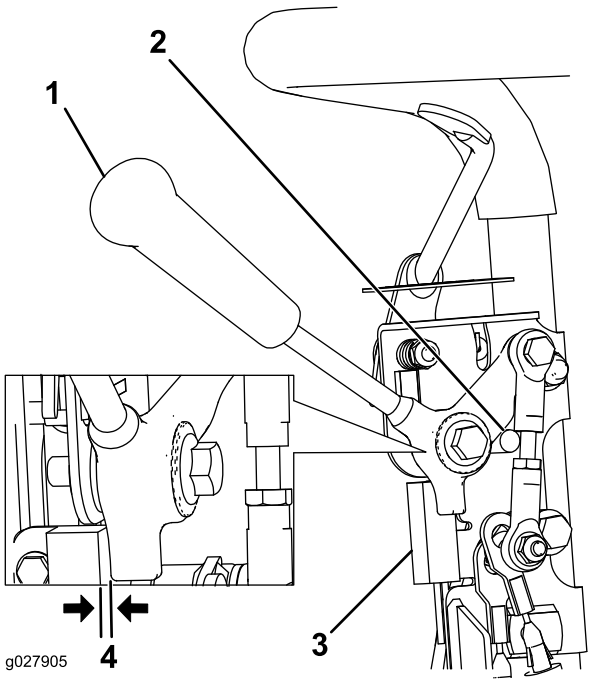

Figur 30
1. Se till att motorn är avstängd och att kördrivningsspaken är urkopplad och vilar mot neutralstoppet (Figur 30).
2. Lossa fästelementen på säkerhetsbrytaren (Figur 30).
3. Placera ett 0,8 mm tjockt mellanlägg mellan hjuldrivningsspaken och säkerhetsbrytaren (Figur 30).